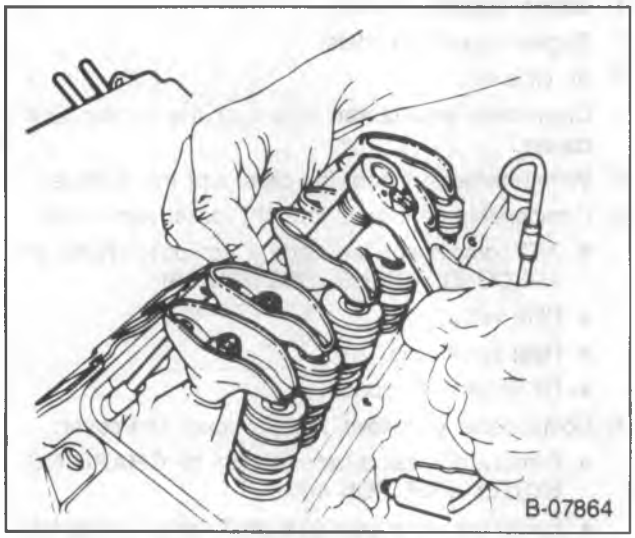

Figure 4 – Adjusting the Valves
Remove or Disconnect (Figure 4)
4. Back out the adjusting nut until lash is felt at the pushrod, then turn in the adjusting nut until all lash is removed. This can be determined by rotating the pushrod while turning the adjusting nut (figure 4). When the play has been removed, turn the adjusting nut inward one full additional turn (to center the lifter plunger).